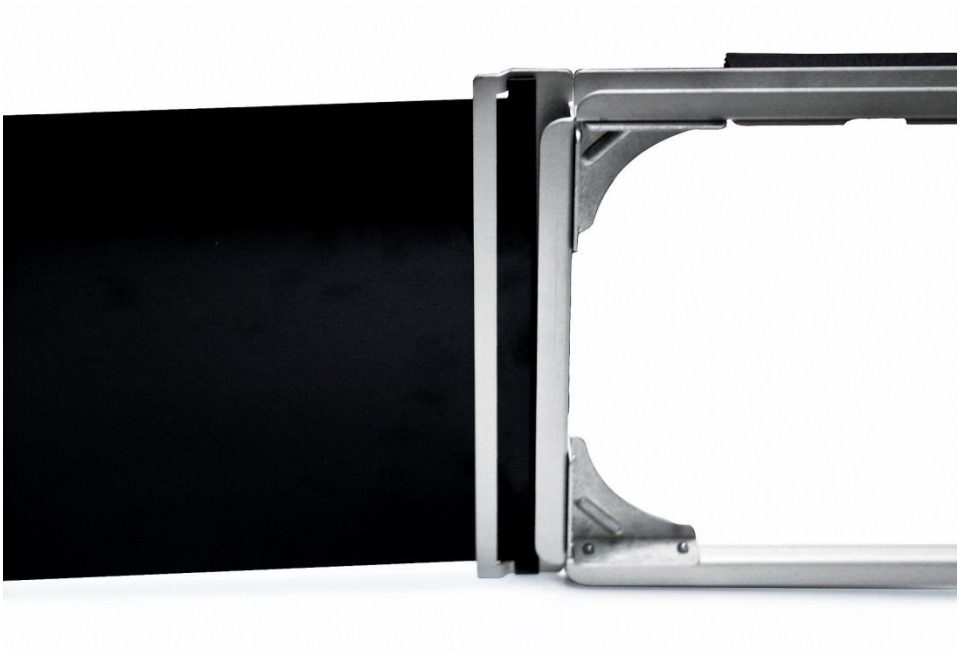

Figure 26 : fixation de la hotte en tissu et des baguettes de support de la hotte avec le cadre et la base
3. Insérez les clapets dans les fentes du côté du cadre, où la hotte en tissu est attachée aux barres en U du cadre (cf. Figure 26). Utilisez les différentes longueurs de clapets pour correspondre aux différents largeurs des enceintes.